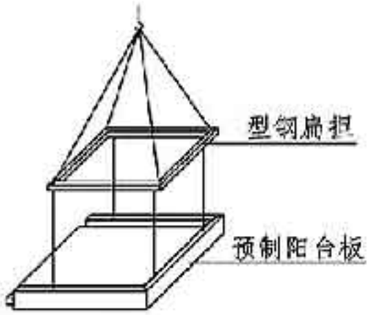

图4 预制阳台板吊装示例
7.1.2 预制阳台板吊装宜使用专用型钢扁担（如图4所示），起吊时，绳索与型钢扁担的水平夹角宜为55°～65°。